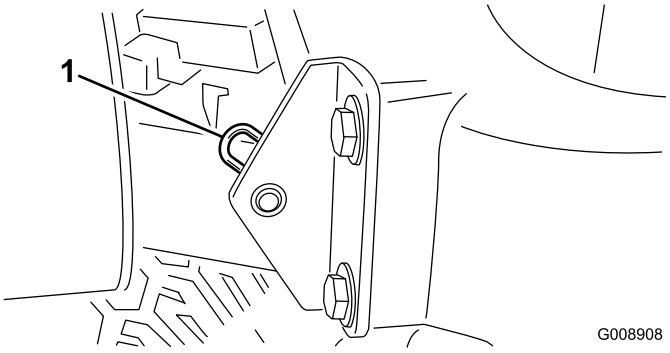

Figur 30
2. Fjern låseclipsen, der fastgør motorhjelmens drejetap til monteringskonsollerne (Figur 30).
Bemærk: For at kunne smøre de indfalsede nipler på rullerne (Figur 30) skal der monteres en adapter på fedtpistolens dyse. Bestil Toro-delnr. 107-1998 hos din autoriserede Toro-forhandler.